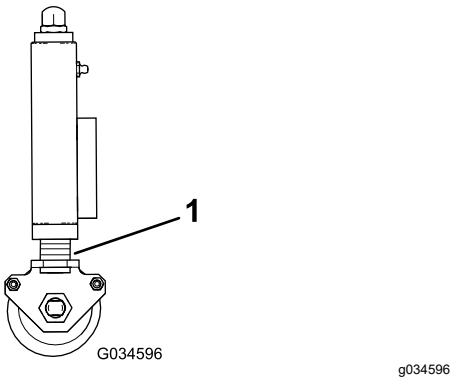

**Figur 32**
3. Sørg for, at alle klippeenheder er indstillet til samme klippehøjde ved at referere til indikatorringene (Figur 32).